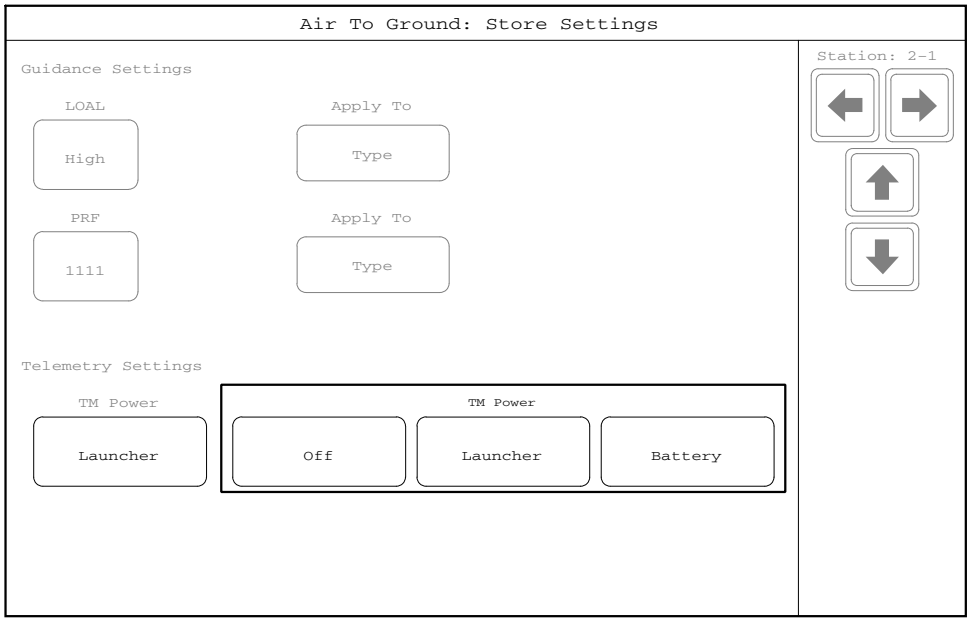

**Figure 1-56. TM Power for AGM-114.**
If the missile is equipped with a warhead replacement Telemetry (TM) kit, the TM Power button (Figure 1-56) allows the pilot to choose the source of power for the telemetry kit. The options and definitions are as follows: